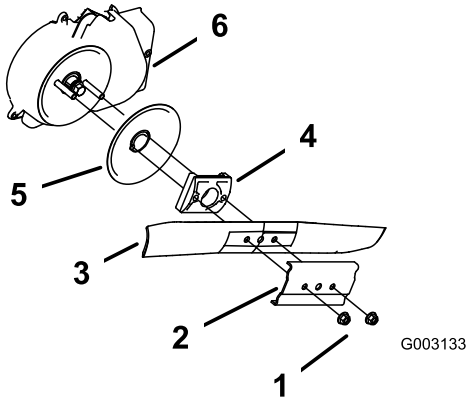

Bild 29
3. Entfernen Sie die beiden Messermuttern und die Verstärkung (Bild 29).
4. Entfernen Sie das Messer (Bild 29).
5. Entfernen Sie den Messermitnehmer und die Antiskalpierscheibe (Bild 29).
6. Entfernen Sie das Schutzblech der Messerbremse (Bild 29).
10. Befestigen Sie das Messer und die Verstärkung mit den zwei zuvor entfernten Messermuttern (Bild 29).